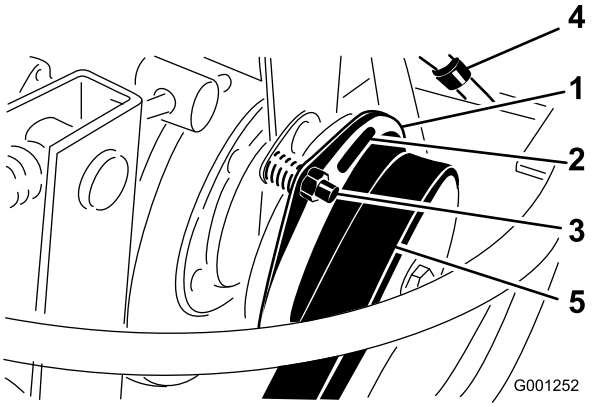

Figur 66
3. Juster mellemrummet, så en søgelære på 0,38 mm kan glide ind mellem koblingsbelægningen og friktionspladen med et let tryk (Figur 66).
Bemærk: Mellemrummet kan reduceres ved at dreje justermøtrikken med uret (Figur 66). Det maksimale mellemrum er 0,76 mm. Juster alle tre mellemrum.